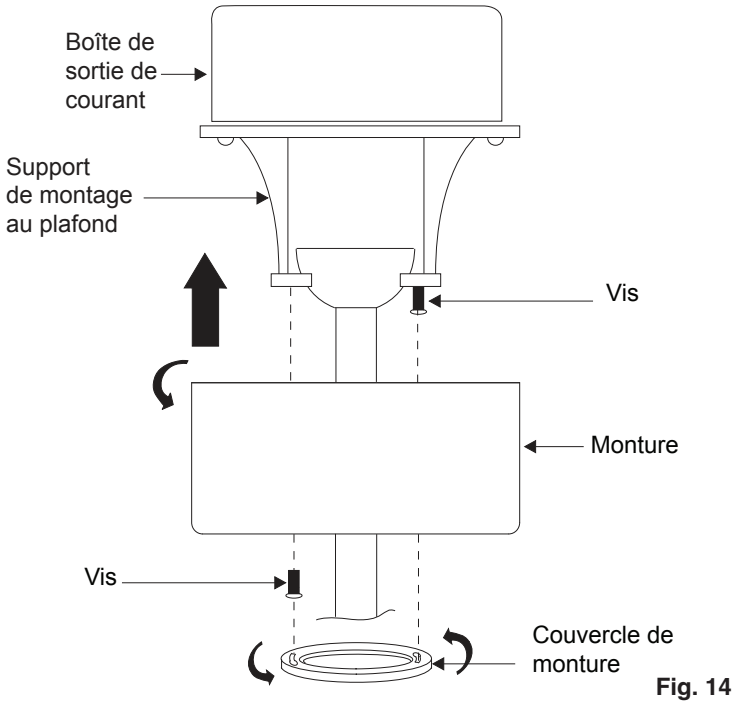

Fig. 14
Étape 2. Faites glisser la monture vers le haut jusqu'au support de montage et placez l'une des fentes en trou de serrure par-dessus la vis de montage du support de montage. Tournez la monture jusqu'à ce que la tête de vis se verrouille en place dans la section étroite du trou de serrure. (Fig. 14)